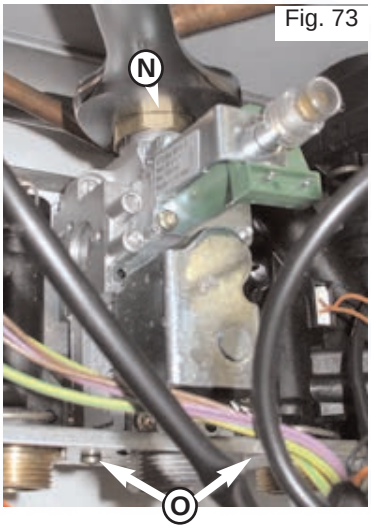

Fig. 73
4. Undo the gas pipe nut "**N**" (30mm spanner) and the two screws "**O**" securing the gas valve to the bottom plate, and remove the electrode wire *(see fig. 73)*;